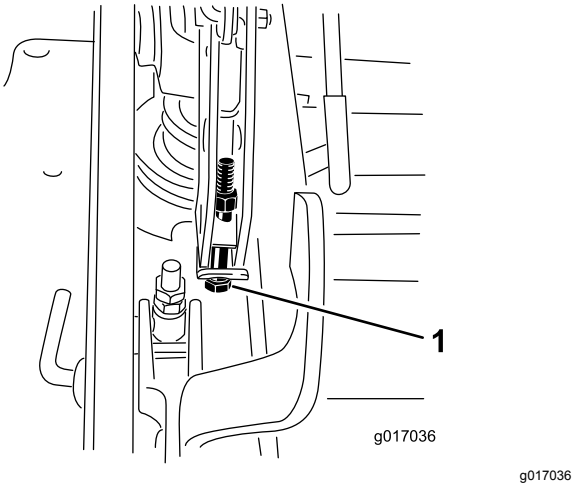

Figur 99
12. Hvis klippeenheten er for lav, kan du stramme til ettrinnsjusteringsbolten ved å vri den med urviseren. Hvis klippeenheten er for høy, kan du løsne ettrinnsjusteringsbolten ved å vri den mot urviseren (Figur 99).